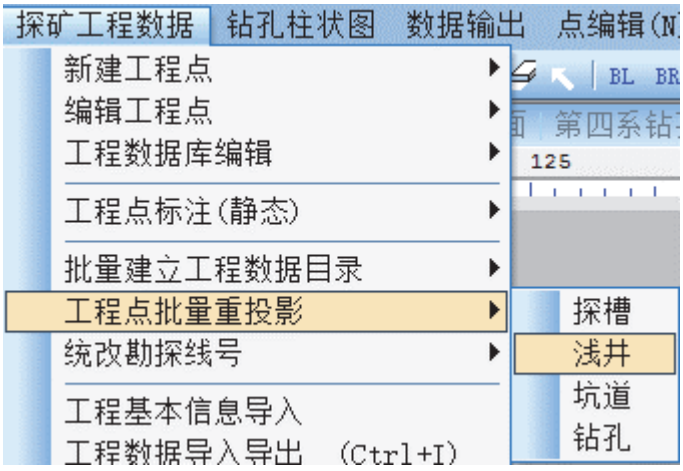

图 4-36
6. 选择菜单“探矿工程数据”→“工程点批量重投影”→“浅井”（见图 4-36）；